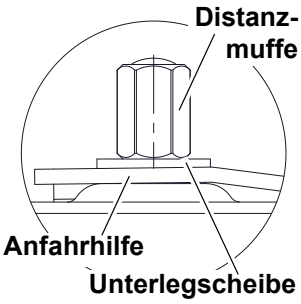

Abb. 21 Installierte Anfahrhilfe in Seitenansicht
2. **Anfahrhilfe auf Flachrundschrauben stecken (siehe Abb. 21, S. 25).**